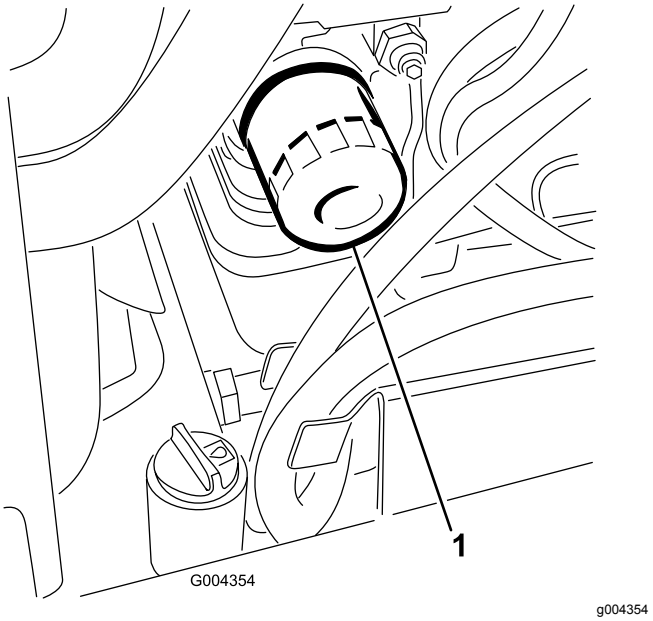

**Figur 34**
4. Ta bort det gamla filtret (Figur 34) och torka rent ytan på filteradapterpackningen.